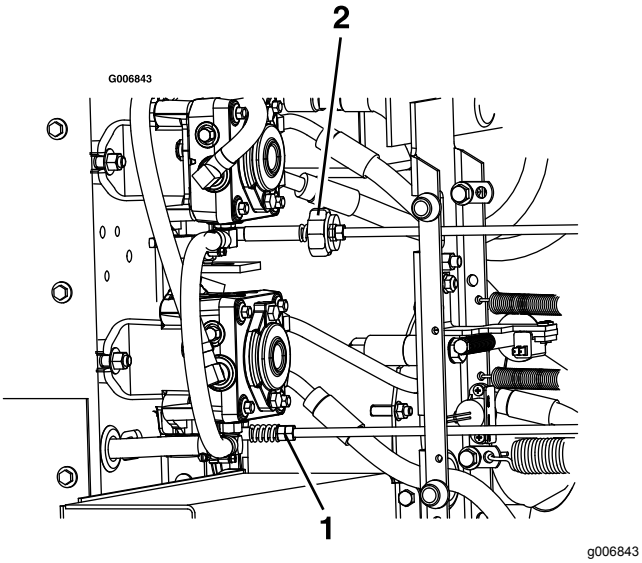

Figur 63
9. Om du vill ställa in NEUTRALLÄGET justerar du pumpstyrstångens vänstra och högra länkage som ansluter styrreglaget till pumpens reglagearmar tills hjulen stannar eller kryper något bakåt (Figur 63).
11. Justera höger pumplänkage genom att vrida på enhetens dubbla muttrar med en nyckel (Figur 63).